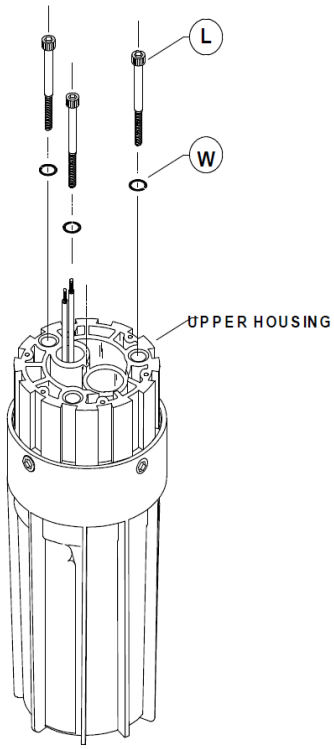

ABBILDUNG 14
7.1 Ziehen Sie die Schrauben in 3 Stellen mithilfe eines 4,8 mm-Schraubenschlüssels (3/16") am Oberen Gehäuse (N) fest.
8. Drehen Sie die Baugruppe wie in Abbildung 14 gezeigt um.
9. Montieren Sie die Federringe (Teil W) und Schrauben (Teil L) (Abb. 14).